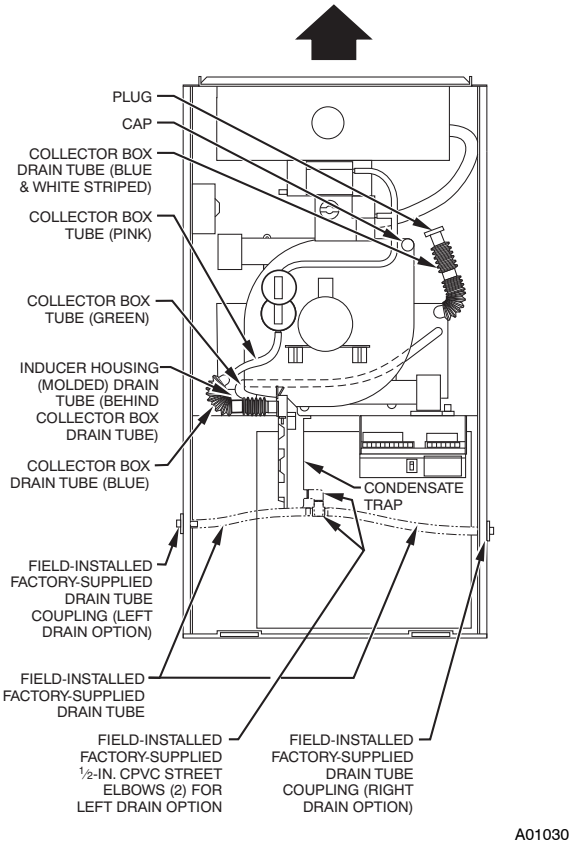

Fig. 6 - Factory-Shipped Upflow Tube Configuration (Shown with Blower Access Panel Removed)
Some assembly and modifications are required for furnaces installed in any of the 4 applications shown in Fig. 1. All drain and pressure tubes are connected as shown in Fig. 6. See appropriate application instructions for these procedures.
NOTE: See Fig.6 or tube routing label on main furnace door to confirm location of these tubes.
j. Cement 2 factory-supplied 1/2-in. street CPVC elbows to the rigid drain tube connection on the condensate trap. (See Fig. 6.) These elbows must be cemented together and cemented to condensate trap drain connection.
NOTE: See Fig.6 or 7 or tube routing label on main furnace door to check for proper connections.